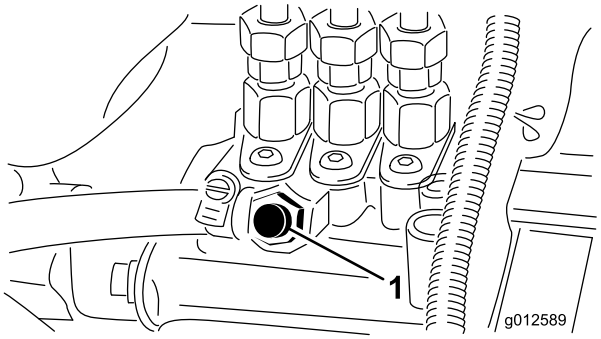

**Figur 31**
3. Öppna avluftarskruven på insprutningspumpen (Figur 31).